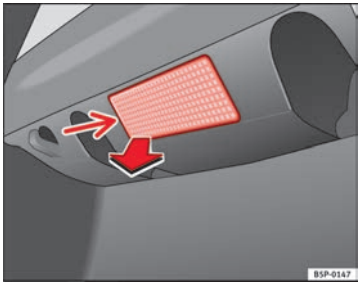

Fig. 156 Luggage compartment light
– Extract the tulip shaped fitting by pressing on the inside edge of this -arrow- using the flat side of a screwdriver ⇒ fig. 156.